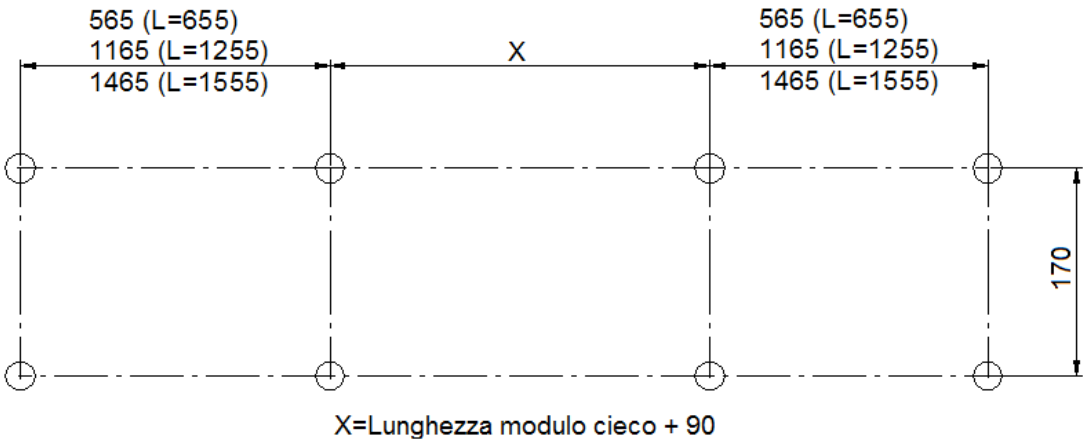

Fig.12
*1. Drill the ceiling following the indications in Figure 12.*